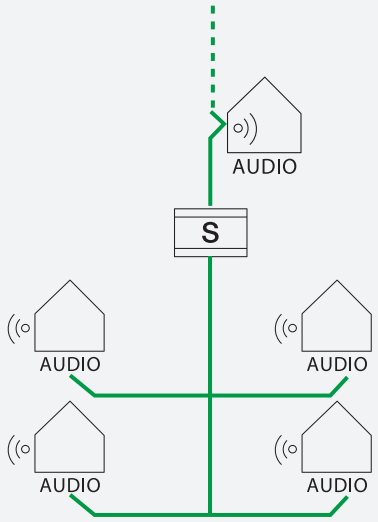

Fig. 02-59
- For video system, if there is more than one outdoor station (audio/video), the outdoor video distributor is needed for a cascading connection for parallel outdoor station. By cascading connection, the distance calculation for external bus line is between the longest parallel outdoor station and system controller, rather the total of the distance of each parallel outdoor station. Fig. 02-59